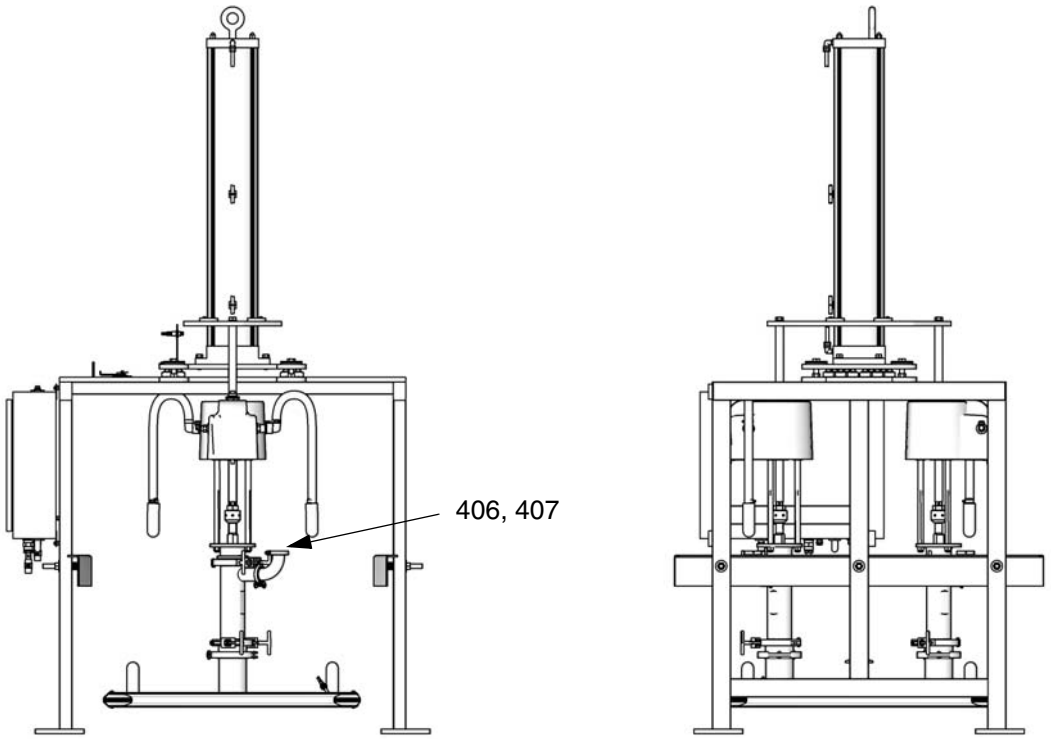

FIG. 5: Conexión de las mangueras de salida (se muestra el BESA7A)
- La(s) manguera(s) de salida (suministradas por terceros) deben estar ya instaladas, con aparejos y soportes y listas para la conexión con la abrazadera Tri-Clamp de 2 pulg. (412, suministrada en algunos sistemas). Vea la FIG. 5.